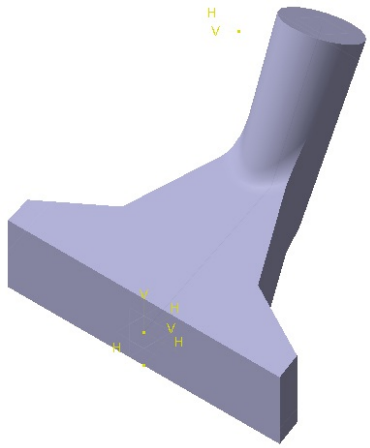

Figure 6-98 *The model after creating the fillet*
3. Choose the **OK** button from the **Edge Fillet Definition** dialog box. To change the display of the model, choose the **Shading with Edges without Smooth Edges** button from the **View mode** sub-toolbar in the **View** toolbar. The model, after creating the first set of fillet and changing its display mode, is shown in Figure 6-98.